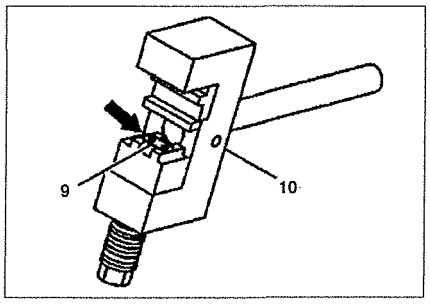

Рис. 2.21. Вставьте новую пластину 9 в пресс.
11. Вставьте новую пластину **9** в пресс (см.рис.2.21).